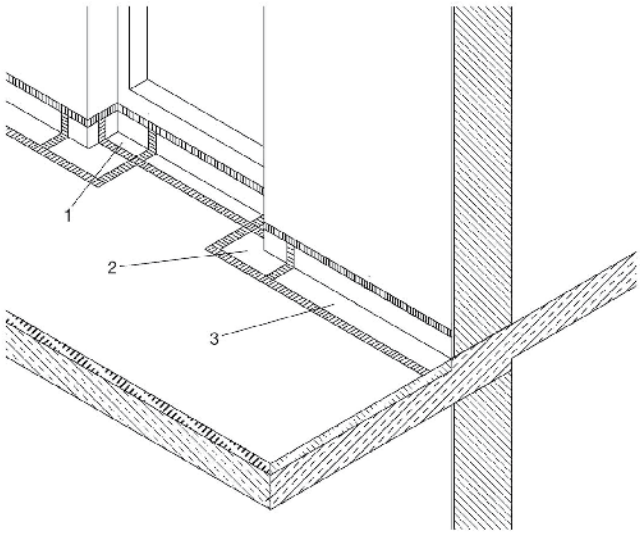
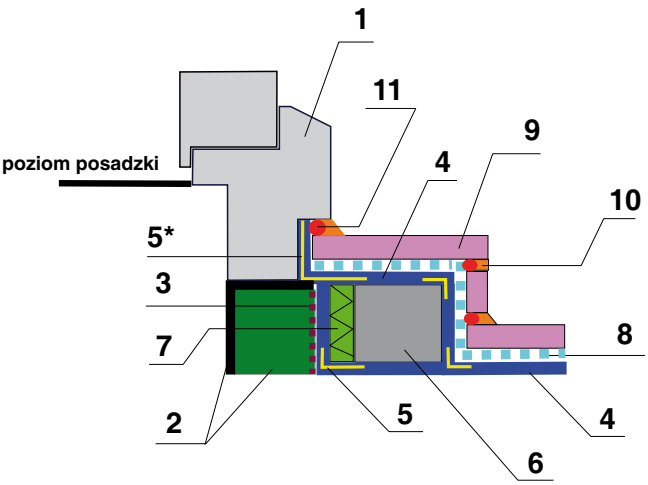

RYS. 11 **Idea uszczelnienia progu drzwiowego;** *rys.: Deitermann*
RYS. 12 **Detal uszczelnienia przy progu drzwiowym balkonu ze stopniem na zewnątrz;** *rys.: autor*
Na **RYS. 11** pokazano ideę uszczelnienia progu drzwiowego, natomiast na **RYS. 12** szczegół hydroizolacji progu ze stopniem. Charakterystyczne jest, że izolacja podpłytkowa wykonana jest także pod stopniem. Wynika to z konieczności zapewnienia niezawodności tego krytycznego detalu. Stopień będzie elementem obciążonym dynamicznie i tam, gdzie jest to technicznie wykonalne, należy taką izolację pod nim wykonać. Jeżeli wykonywana jest izolacja międzywarstwowa, musi ona być wywinięta na element (2) (musi znajdować się pod (4)). W zależności od rodzaju zastosowanych materiałów ((4) oraz izolacji międzywarstwowej) konieczne może być stosowanie dodatkowych zabiegów.